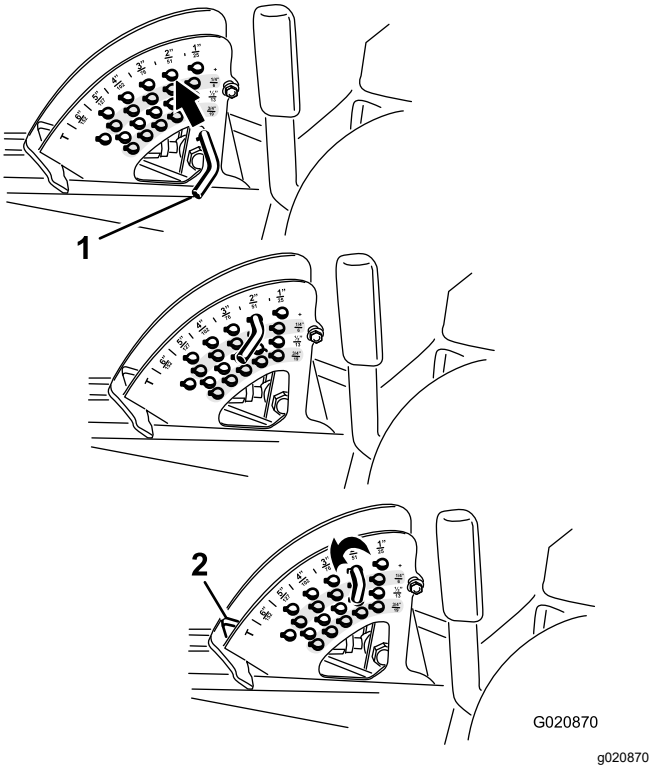

Figur 25
2. Drej stopstiften, indtil skydestiften inden i den står ud for hakkene i hullerne i klippehøjdejusteringsbeslaget, og tag den af (Figur 25).
3. Vælg det hul i klippehøjdebeslaget, som svarer til den ønskede klippehøjde, isæt stiften, og drej den nedad for at låse den fast (Figur 25).
Bemærk: Der er fire rækker hulpositioner (Figur 25). Den øverste række giver den klippehøjde, der er anført over stiften. Den anden række fra oven giver den højde, der er anført, plus 6 mm. Den tredje række fra oven giver den højde, der er anført, plus 12 mm. Den nederste række giver den højde, der er anført, plus 18 mm. Til højdepositionen på 15,8 cm er der kun ét hul, og det sidder i anden række fra oven. Her lægges der ikke 6 mm til højdepositionen på 15,2 cm.